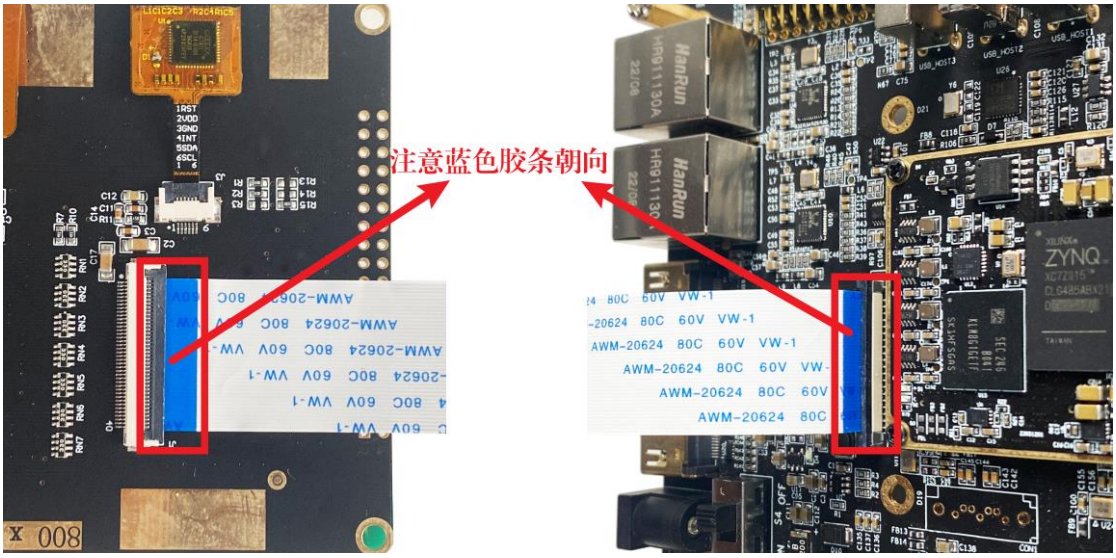
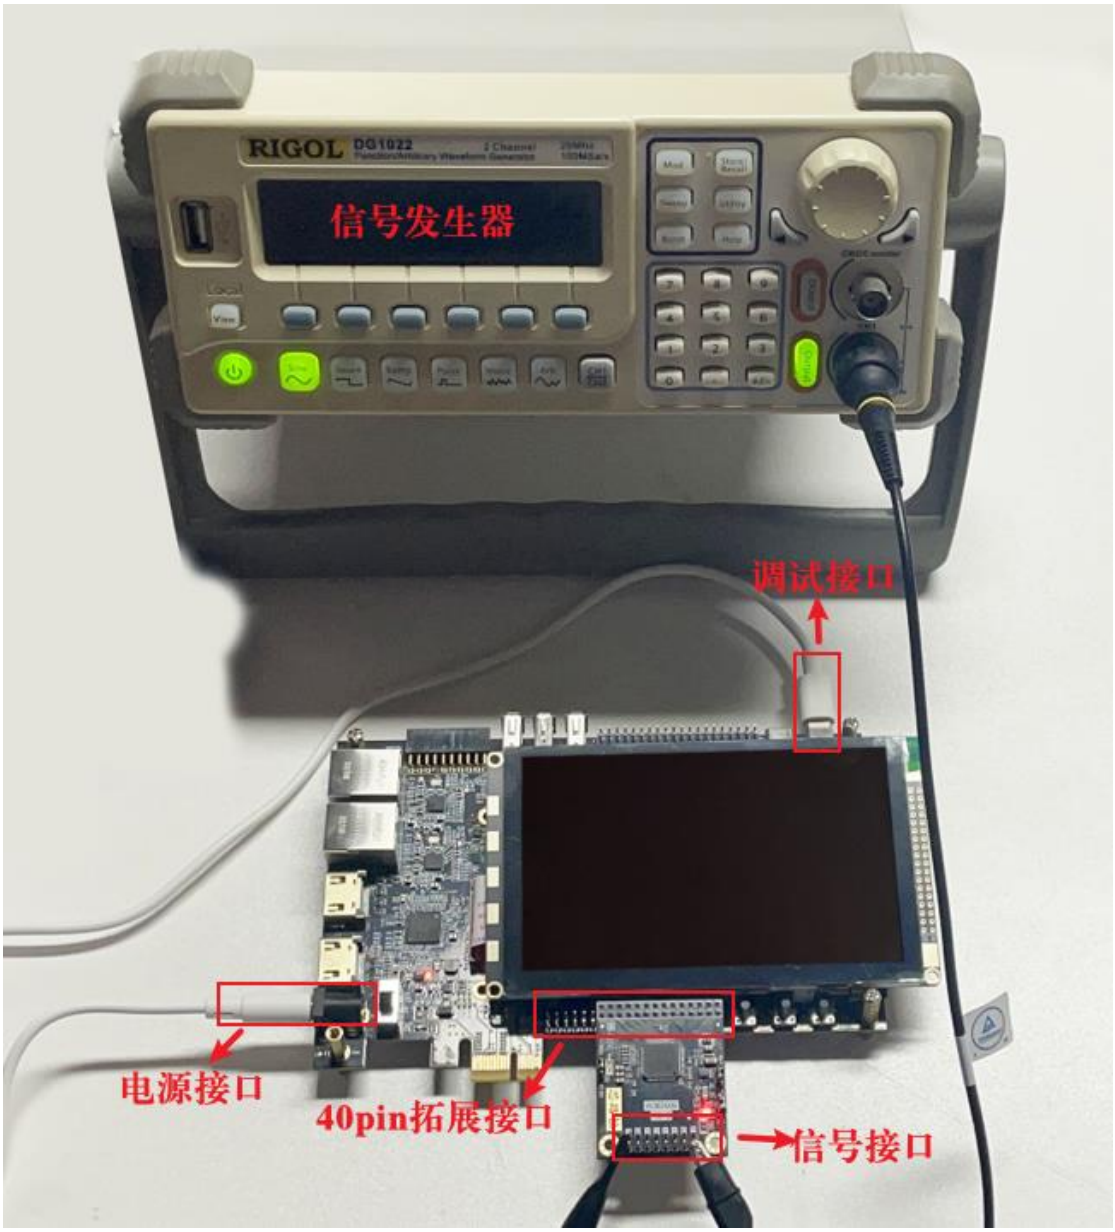

图 1-34 LCD 屏连接图
图 1-35 开发板正面连接图
本次系统设计硬件连接如图 1-34、图 1-35 和图 1-36 所示，连接步骤如下：
1. 用软排线连接好 LCD 屏，连接方法如图 1-34 所示